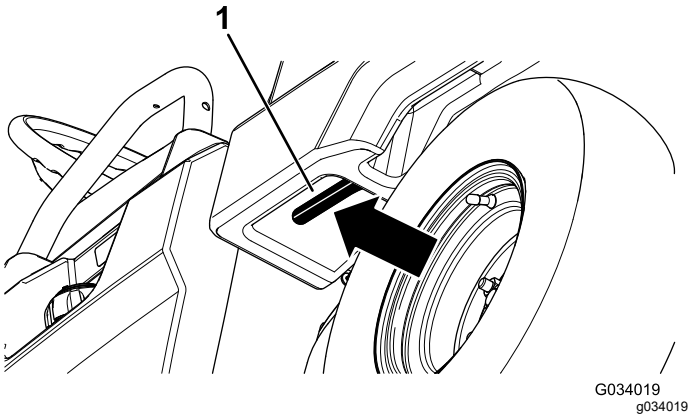

**Figuur 15**
1. Trek de hendel aan de linkerkant in de laadbak naar u toe en breng de laadbak omhoog (Figuur 15).
1. Til de laadbak licht omhoog door de grendelhandgreep omhoog te brengen (Figuur 15).